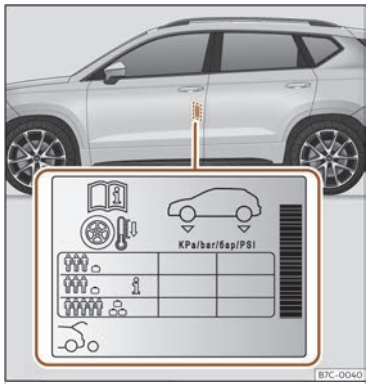

Abb. 209 Einbauort des Aufklebers für den Reifenfülldruck.
- Passen Sie bei größerer Zuladung den Reifendruck entsprechend an ››› **(Abb. 209)**.
Die Angaben zum Reifenfülldruck befinden sich auf dem Aufkleber an der Fahrertürsäule ››› **(Abb. 209)**.
Der Reifendruck muss der aktuellen Fahrzeugbeladung angepasst werden. Wenn das Fahrzeug voll beladen werden soll, muss der Reifenfülldruck entsprechend dem auf dem Reifenfülldruck-Aufkleber angegebenen maximalen Wert erhöht werden ››› **(Abb. 209)**.
Füllen Sie bei einem minimierten Notrad (125/70 R16 oder 125/70 R18) auf einen Druck von 4,2 bar, gemäß Angabe auf dem Aufkleber mit den Reifendruckwerten ››› **(Abb. 209)**.
Je nach Fahrzeug kann der Reifenfülldruck auf halbe Last eingestellt werden, um den Fahrkomfort zu verbessern (Reifenfülldruck ››› **(Abb. 209)**). Beim Fahren mit Komfort-Reifendruck kann sich der Kraftstoffverbrauch leicht erhöhen.
- **Der Fahrer ist verantwortlich für den richtigen Reifenfülldruck an allen Reifen am Fahrzeug. Der empfohlene Reifenfülldruck befindet sich auf einem Aufkleber ››› (Abb. 209).**
- **Immer den richtigen Reifenfülldruck am kalten Reifen einhalten, wie auf dem Aufkleber angegeben ››› (Abb. 209).**